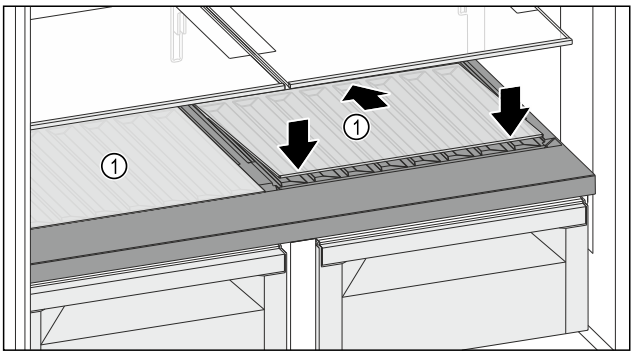

Fig. 134
- ▶ Skleněnou desku *Fig. 134 (1)* zasuňte šikmo a skloněnou dozadu dolů.
- ▶ Skleněnou desku *Fig. 134 (1)* vpředu spusťte dolů.